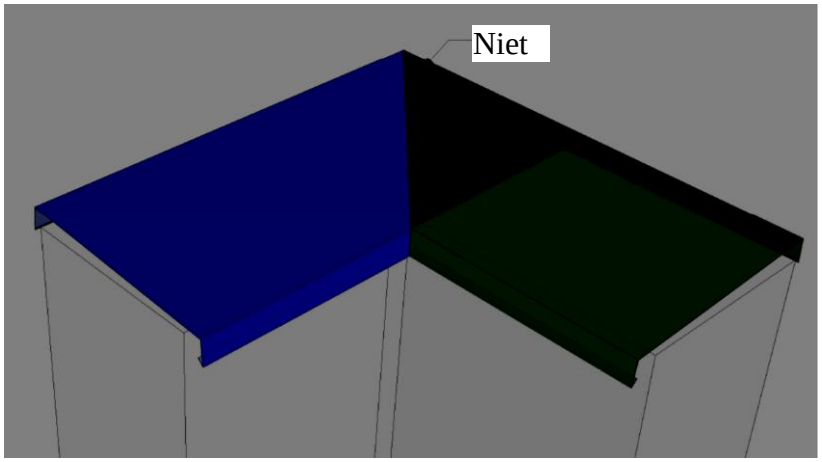

Abb. 35
c) Die Attika-Verbindungen in der Gebäude-Ecke ist durchs Abschneiden der vorderen Tropfnase an der unterer Attika und durchs Abschneiden der oberen Attika unter dem gleichen Winkel wie bei der fiktiven Verbindung zwischen der innerer und äußeren Ecke der Gebäude-Attika durchzuführen. Man muss eine leichte Biegung des Unterlage-Teils der unteren Attika durchführen, und zwar unter gleichem Winkel wie bei oberer Attika (d.h. "Entwässerungsmulde" der Attika). Vor den eigenen Verbindungen sollte auf die untere Attika ein Butylkautschuk-Band gelegt sein (z.B. Dektape SP1) und danach sind die Attika-Verbindungen zusammen zu nieten (siehe Abb. 35).